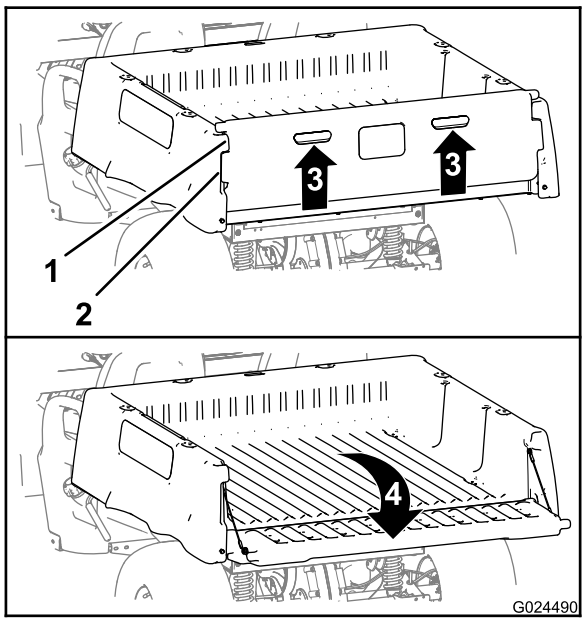

Figura 11
2. Tire hacia arriba del portón usando los tiradores del panel trasero (Figura 11).
3. Alinee las pestañas de bloqueo del portón trasero con los huecos situados entre las pestañas de la caja de carga (Figura 11).
4. Gire el portón trasero hacia atrás y hacia abajo (Figura 11).
6. Gire el portón hacia arriba y hacia adelante hasta que las pestañas de bloqueo del portón trasero estén enrasadas con el hueco de la caja de carga (Figura 11).
7. Baje el portón hasta que quede asentado en la parte trasera de la caja de carga (Figura 11).